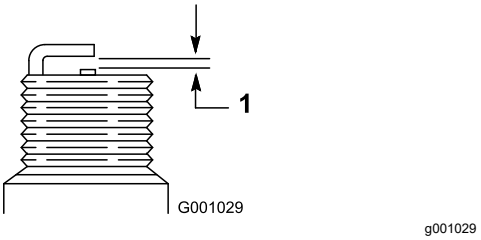

Figure 39
4. Réglez l'écartement des électrodes de la nouvelle bougie à 0,76 mm (0,030 po), comme montré à la Figure 39.